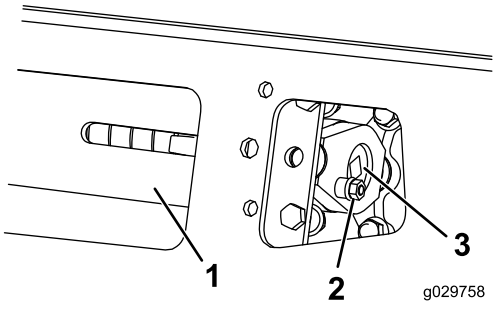

**Figura 59**
3. Retire el perno de bloqueo, el espaciador y la tuerca (Figura 59).
5. Alinee la muesca más próxima del tornillo tensor con el taladro del perno de bloqueo, y fije el tornillo con el perno de bloqueo y la tuerca (Figura 59).
4. Retire el perno de bloqueo y la tuerca (Figura 59).
5. Usando una llave de carraca de ½", alivie la tensión en la oruga girando el tornillo tensor en sentido horario (Figura 59 y Figura 65).